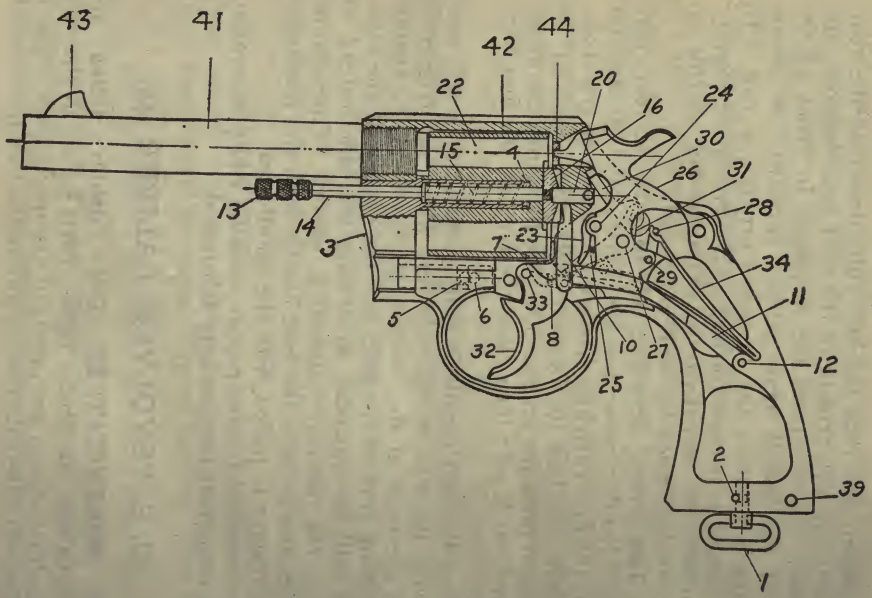

FIG. 38.—Colt's Double Action Revolver. Cal. .45.
189. NOMENCLATURE. Colt's double action revolver, Caliber .45, Model 1909. Parts. Fig. 38 shows a longitudinal section with parts of the mechanism exposed to view, with designations as follows: (1) butt swivel.